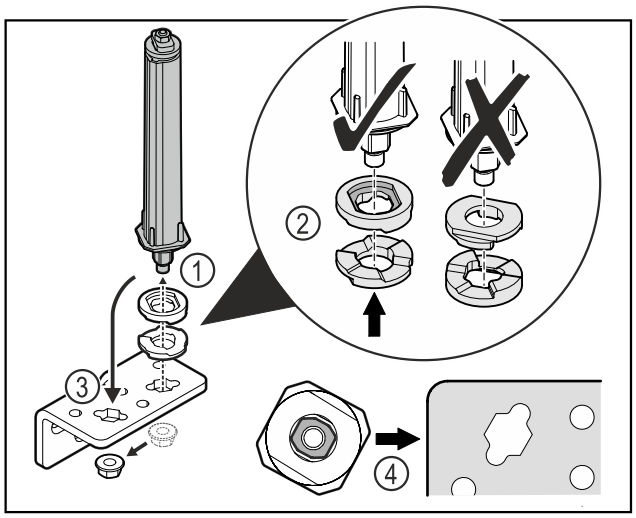

Fig. 28
▶ Dévisser l'écrou et retirer le système de fermeture de porte *Fig. 28 (1)*.
▶ S'assurer que les disques de réglage de la hauteur sont correctement alignés *Fig. 28 (2)*.
▶ Déplacer le système de fermeture de porte dans l'angle de charnière et le fixer avec l'écrou *Fig. 28 (3)*.
▶ Lors de la mise en place, s'assurer que le système de fermeture de porte est correctement aligné *Fig. 28 (4)*.